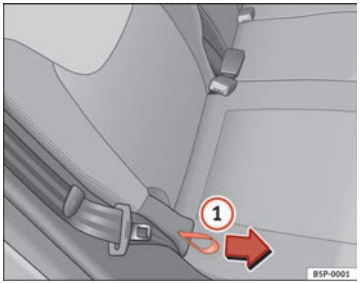

Fig. 99 Rear seat backrest angle adjustment
– Hold the backrest at the top. Pull the loop on the side of the seat ⇒ fig. 99 (1) in the direction of the arrow and hold the loop in this position. Push the backrest to the required position and release the loop.